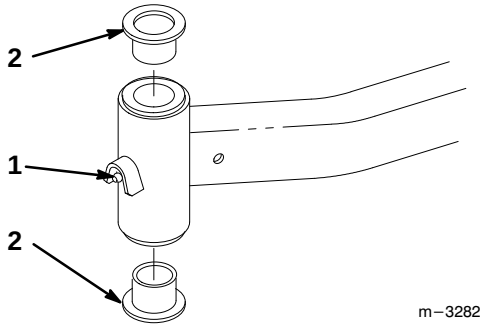

Figure 37
4. Insert a pin punch into the mounting tube and carefully drive out the bushings (Fig. 37). Clean the inside of the mounting tube.
5. Grease the inside and outside of the new bushings. Use a hammer and flat plate to carefully drive the bushings into the mounting tube (Fig. 37).